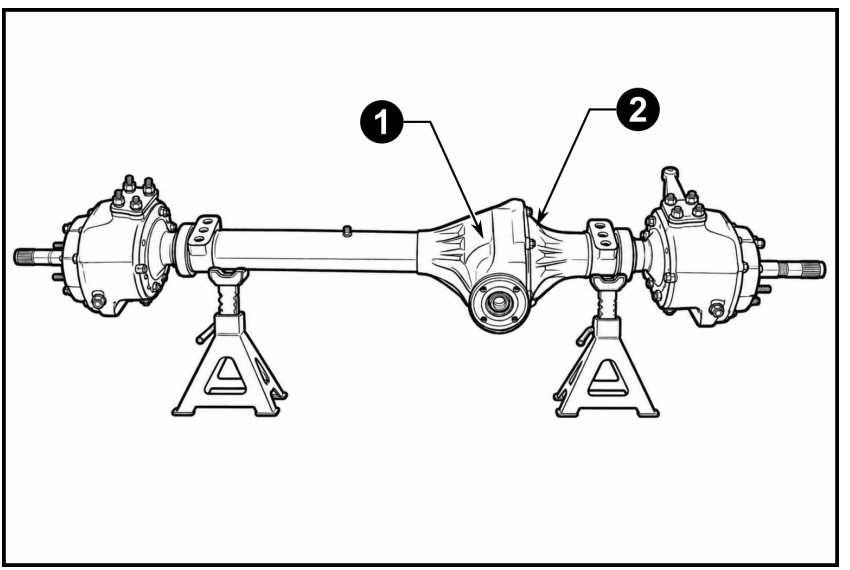

**Рис. 1**
**1.2** Установите мост на устойчивый рабочий стенд или монтажные опоры, обеспечив свободный доступ к картеру моста. (**Рис. 1**)
**1.7** Проведите дальнейший демонтаж компонентов моста чтобы разъеденить две его половины - картер (**1**) и крышку картера (**2**). (**Рис. 1**)